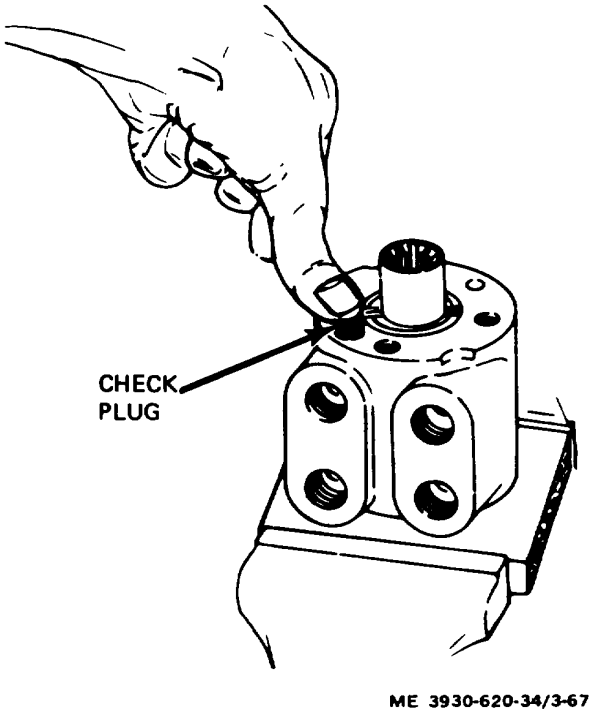

Figure 3-67. check plug being rocked during installation.
(25) Install new preformed packing seal on check plug.
(26) Install check plug into check hole using a steady pressure and rocking plug slightly to prevent damage to preformed packing. (fig. 3-67.)
(27) Position large outside diameter chamfer end of cap locator bushing partly into end of housing.
(28) While applying fingertip pressure and rotating cap locator bushing, check that bushing is seating against spool assembly.
(29) Inspect mounting plate seal grooves and insure that grooves are clean and smooth.